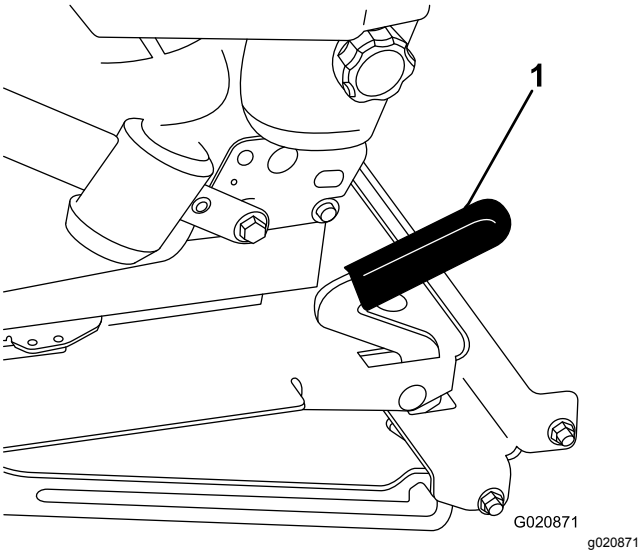

Bild 16
2. Ziehen Sie den Sitzriegel nach vorne und oben, um den Sitz zu entriegeln (Bild 16).